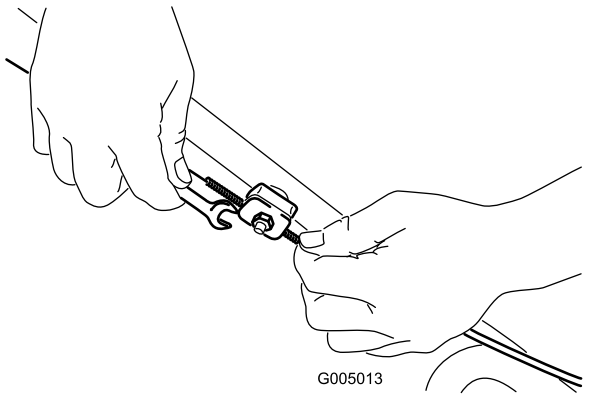

Figur 23
1. Løsn møtrikken til kabelunderstøtningen (Figur 23).